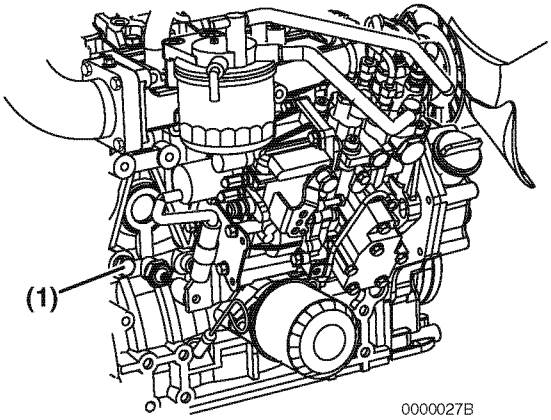

Figure 8-6
- On models not equipped with an oil cooler, remove the coolant drain plug **(Figure 8-6, (1))** from the engine block.